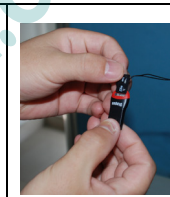

Fig. 3
3. Insert the TF card into the card reader (as shown in Fig. 3, the side printed with words faces upward, and insert the TF card into the card reader perpendicularly.
b) Insert the TF card into the card reader (as shown in Fig. 3, the side printed with words faces upward, and insert the TF card into the card